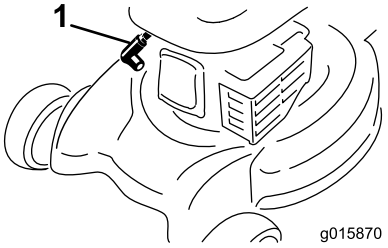

Figur 23
2. Kobl tændrørskablet fra tændrøret (Figur 23), før du udfører nogen form for vedligeholdelsesarbejde.